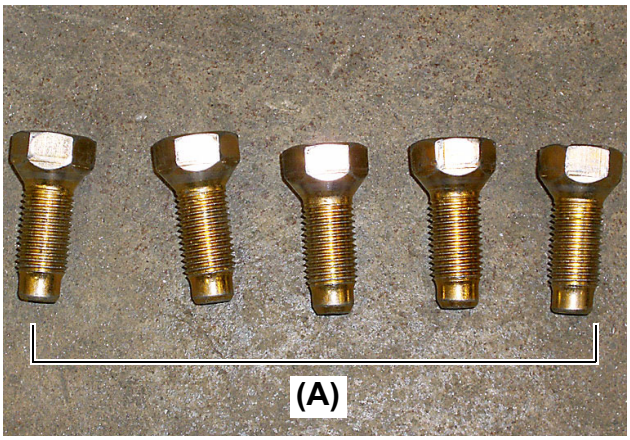

Fig. 8
10. Install the 7/16 - 20 UNF bolts **(Fig. 8, (A))** and torque to 51.6 to 59.0 ft•lbs (70 to 80 N•m).